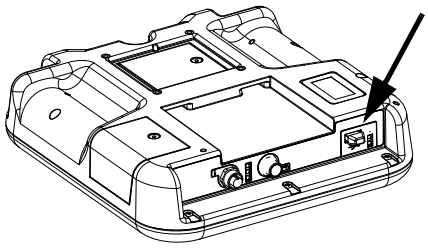

**FIG. 4: ADM USB Port**
1. Insert USB flash drive into USB port. See FIG. 4.